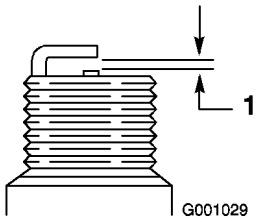

Figur 45
4. Still mellomrommet mellom elektrodene på tennpluggen til 0,76 mm (Figur 45).